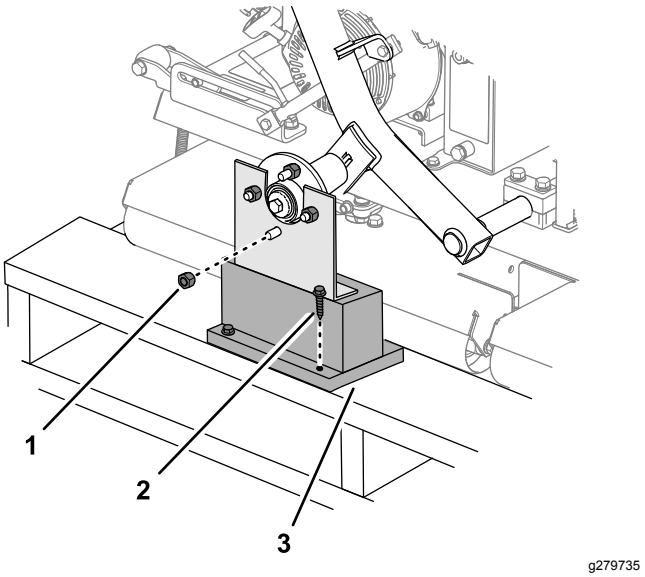

図 3
1. ホイールハブを出荷用ブラケットに固定しているラグナットを取り外す図 3。
2. ホイールハブのスタッドに付いている他のラグナットを外す図 3。
3. 出荷用ブラケットをパレットに固定しているラグボルトを外す図 3。